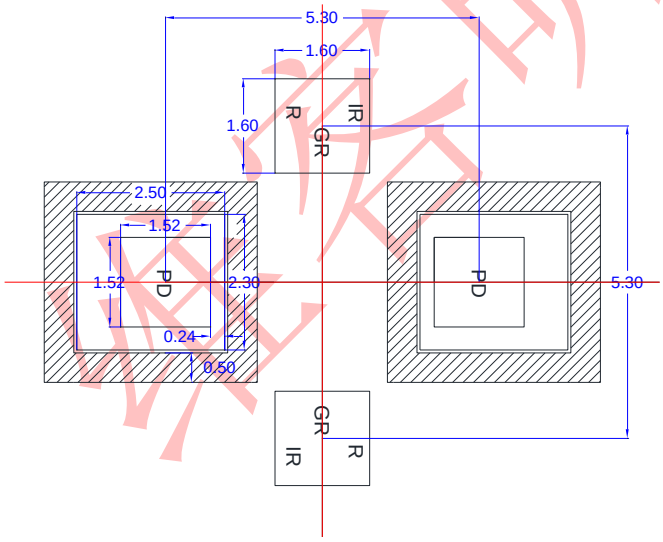
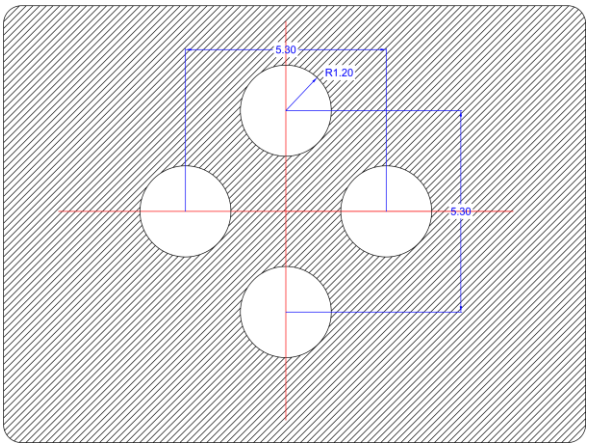
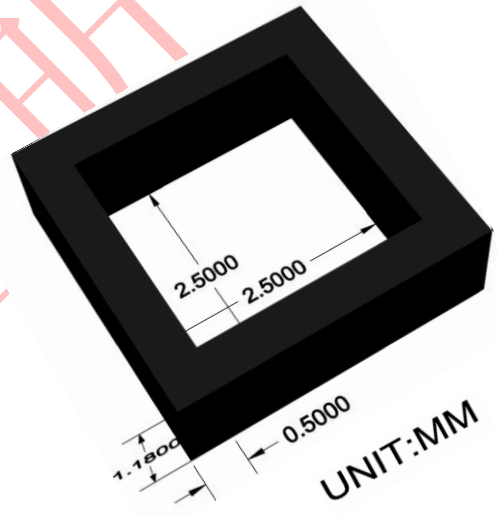
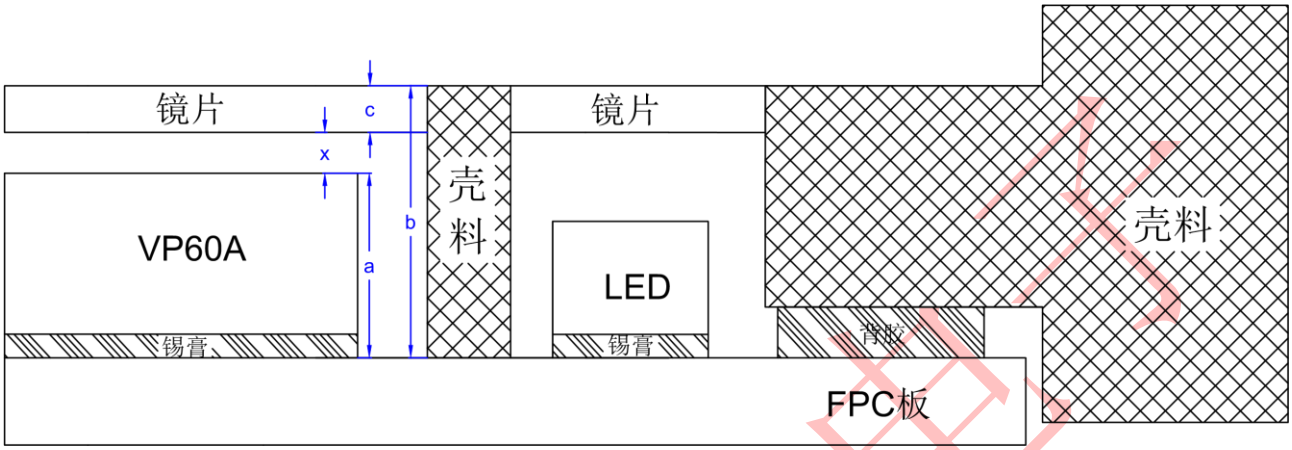

图 6 VP60A2 光路布局及尺寸图
图 7 VP60A2 镜片丝印开窗尺寸
图 10 硅胶框隔光辅料尺寸图
图 12 双色模结构设计要点
上图 6 所示的 LED 灯为三合一封装的，在绘制 PCB 时应注意绿灯（Green）在靠近 PD 的一侧！PD 为 SMD4(2.3*2.5*0.8)-4PIN 封装；PD 周围阴影部分是隔光辅料。图 7 为镜片开
b、图 6 中 PD 周围需放置我司开模设计的硅胶框隔光辅料，隔光辅料尺寸如上图 10 所示，硅胶框应轻度挤压，以保证隔光的效果；
2、图 7、9 丝印外部为不界定边框，要求内部开窗与上图一致；
VP60A 与 LED 之间需完全隔光，图 6 中硅胶框隔光辅料维客已经完成开模，可直接采购，也可根据图 10 说明自行设计、使用隔光辅料；也可根据图 12 设计，采用双色模工艺。